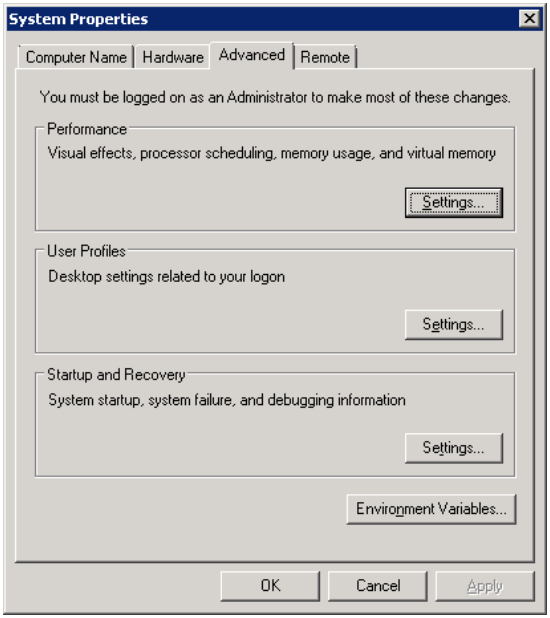

Figure 2-4 System Properties—Advanced tab
2. Click on **Advanced system settings** to display the **System Properties** dialog page shown in figure 2-4.